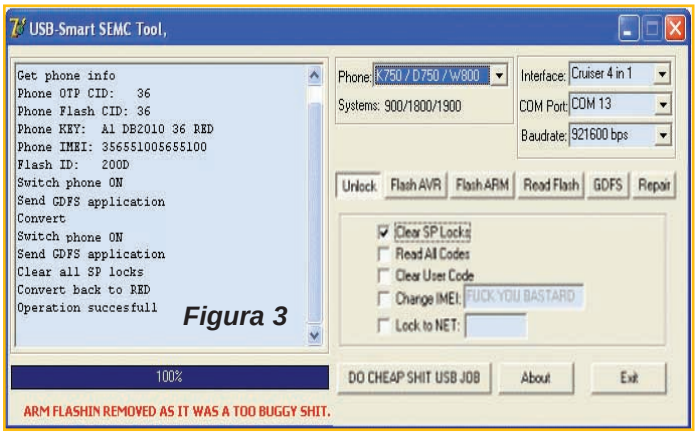

Figura 3
4) El teléfono queda liberado en pocos segundos, presentándose una pantalla como la mostrada en la figura 3.